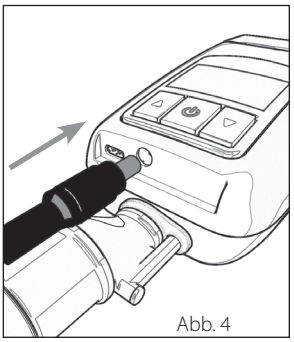

Abb. 4
3. Schließen Sie den AC-Adapter am *Z1* an. (Abb. 4)